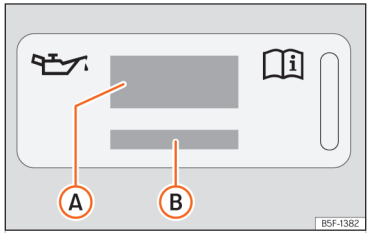
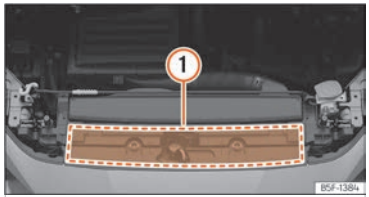

Fig. 176 En el vano motor: etiqueta de aceite de motor
Fig. 177 En el vano motor: zona de ubicación de la etiqueta de aceite de motor
Leyenda de la ››› fig. 176:
Si debe rellenar el aceite del motor, utilice uno de los aceites indicados en la etiqueta ››› fig. 176. La etiqueta con la norma prescrita se encuentra en la parte delantera en el vano motor ››› fig. 177 ①. Si utiliza el aceite de motor recomendado, se puede corregir el nivel del llenado tantas veces como sea necesario.
- **Si falta la etiqueta con la especificación del aceite motor ››› fig. 176, póngase en contacto con un taller especializado.**